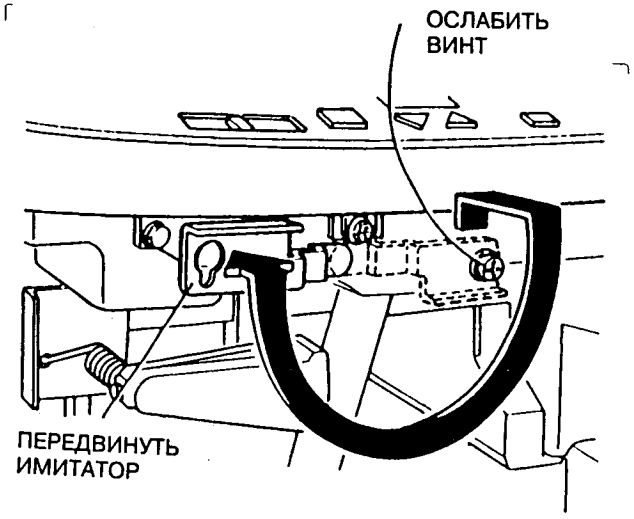

Рис.1 Имитатор блокировки
1. Для имитации блокировочного выключателя передней крышки следовать процедурам, описанным на рис.1.